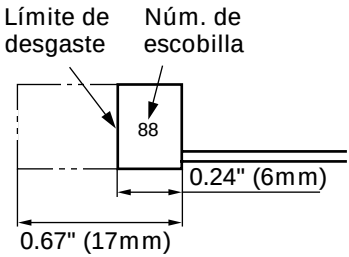

Fig. 6
4. Inspección de la escobillas (Fig. 6)
NOTA: Utilice las escobillas HITACHI Núm. 88 indicadas en la Fig. 6.